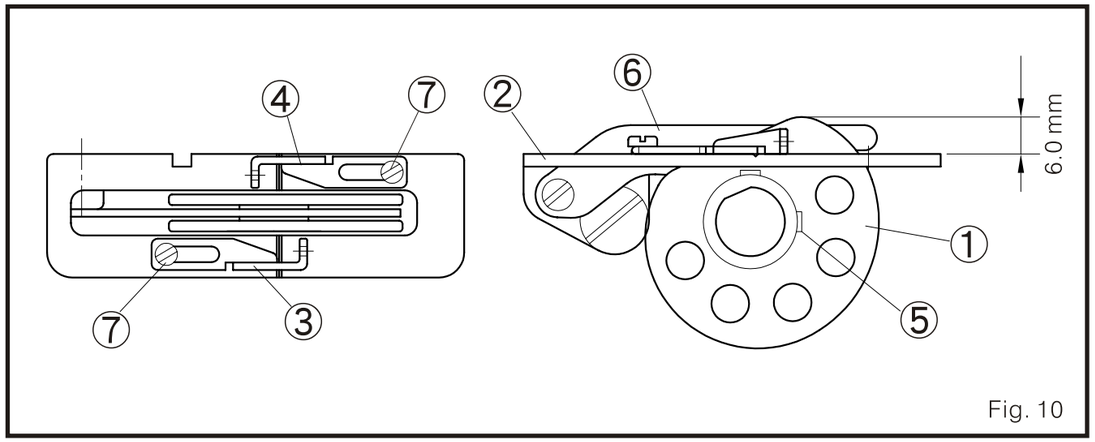

Fig. 10
(4) Ajuste
6. Guía de ajuste la leva del tria-hilos del bucleador de hilo (Modelo 757F, 767F) (Fig. 10)